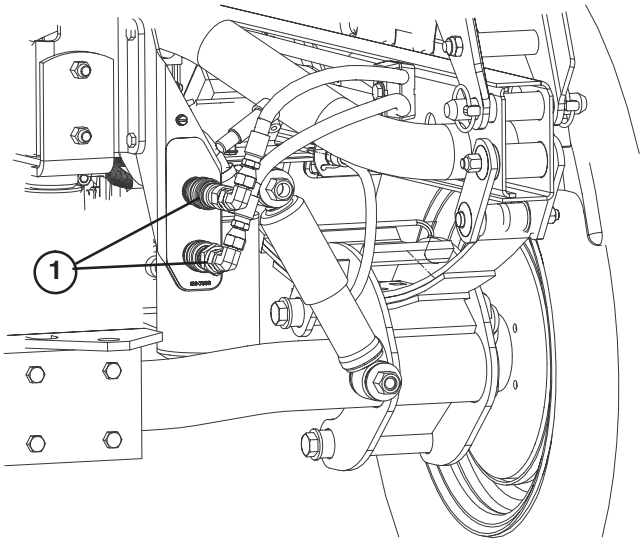

Figure 73
- Sur les deux véhicules, débranchez les deux flexibles à raccords rapides des flexibles fixés au support de raccord (Fig. 73).